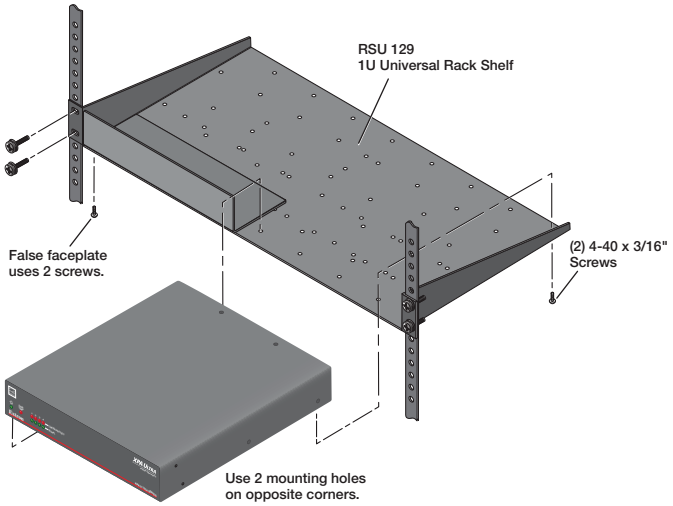

**Figure 5. Mounting the Amplifier onto a Rack Shelf**
6. Attach the rack to the shelf by using the four 10-32 x 3/4” screws provided with the shelf. Insert the screws through #10 beveled washers, then through the holes in the rack (see Figure 5, below).